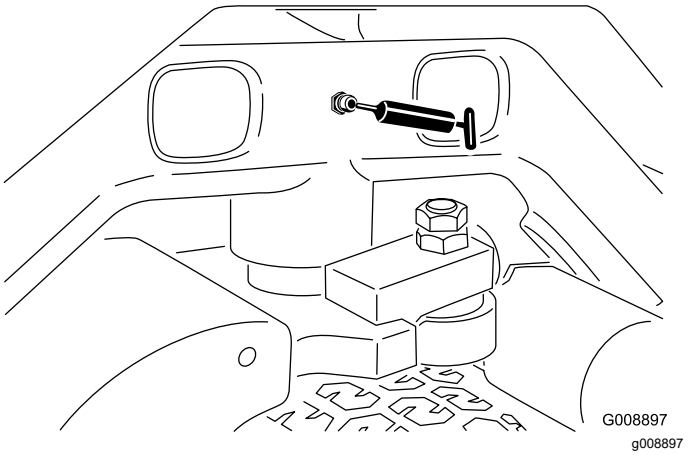

**Figure 48**
- Pivot de direction (Figure 48)